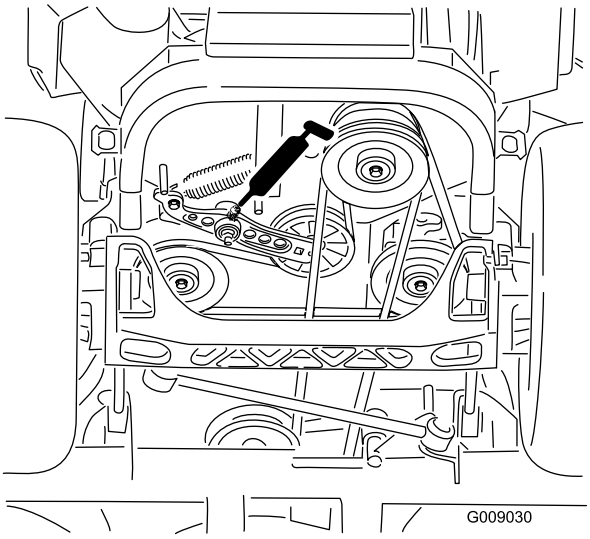

Figuur 48
6. Smeer de arm van de spanpoelie van de aandrijfriem (Figuur 48).